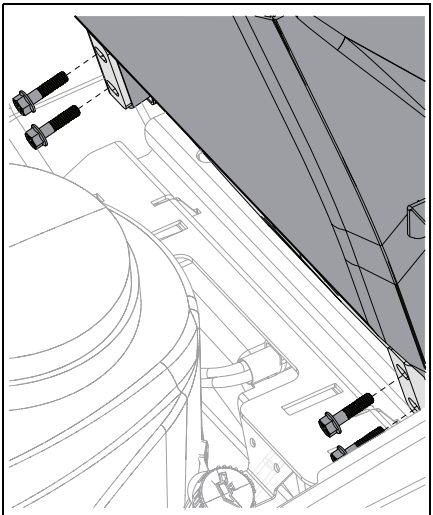

Figure 5
3. Secure backrest to seat base using four hex bolts from literature pack. See Figure 5.